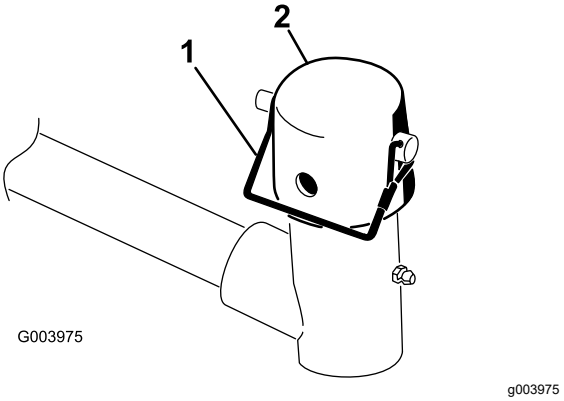

Figuur 6
5. Verwijder aan de hefarmen van de maai-eenheid de borgpen waarmee het kapje bevestigd is aan het juk van het draaipunt (Figuur 6).